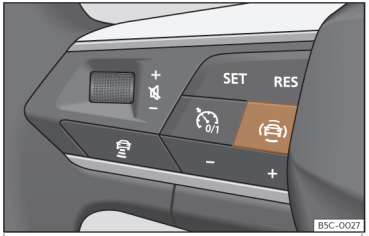

Fig. 62 Lado izquierdo del volante multifunción: tecla para los sistemas de asistencia al conductor (según versiones).
• Pulse el botón ›››› fig. 62 para abrir el menú **Asistentes**.